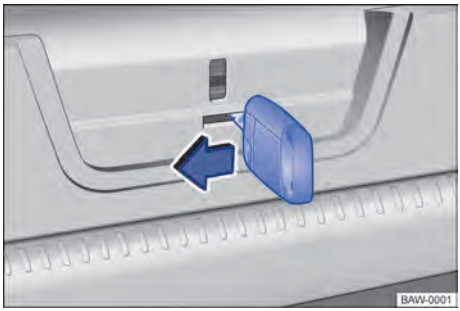

Fig. 62 En el maletero: desbloquear la tapa trasera.
– Colocar el paletón de la llave en el hueco de paso del portón trasero → fig. 62 y mover la palanca de desbloqueo en la dirección de la flecha. ◁